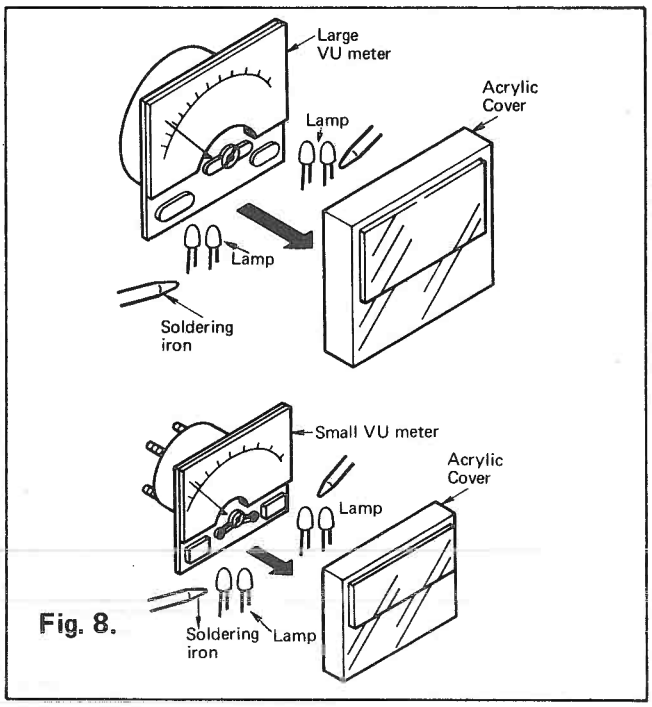

Fig. 8.
- Remove the acrylic cover from the VU meter. (Fig. 8)